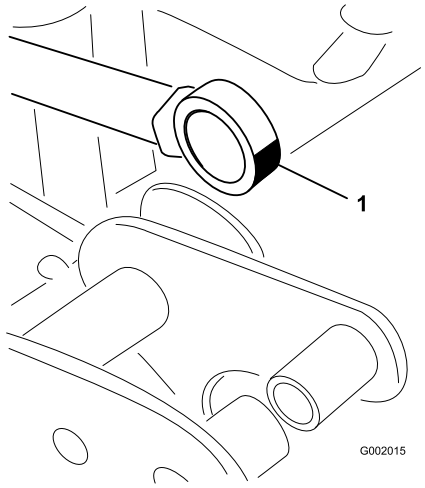

Bild 37
5. Drehen Sie das Lagerende der Aktuatorstange und schmieren Sie Schmiermittel in das Lager (Bild 37). Wischen Sie überflüssiges Fett ab.